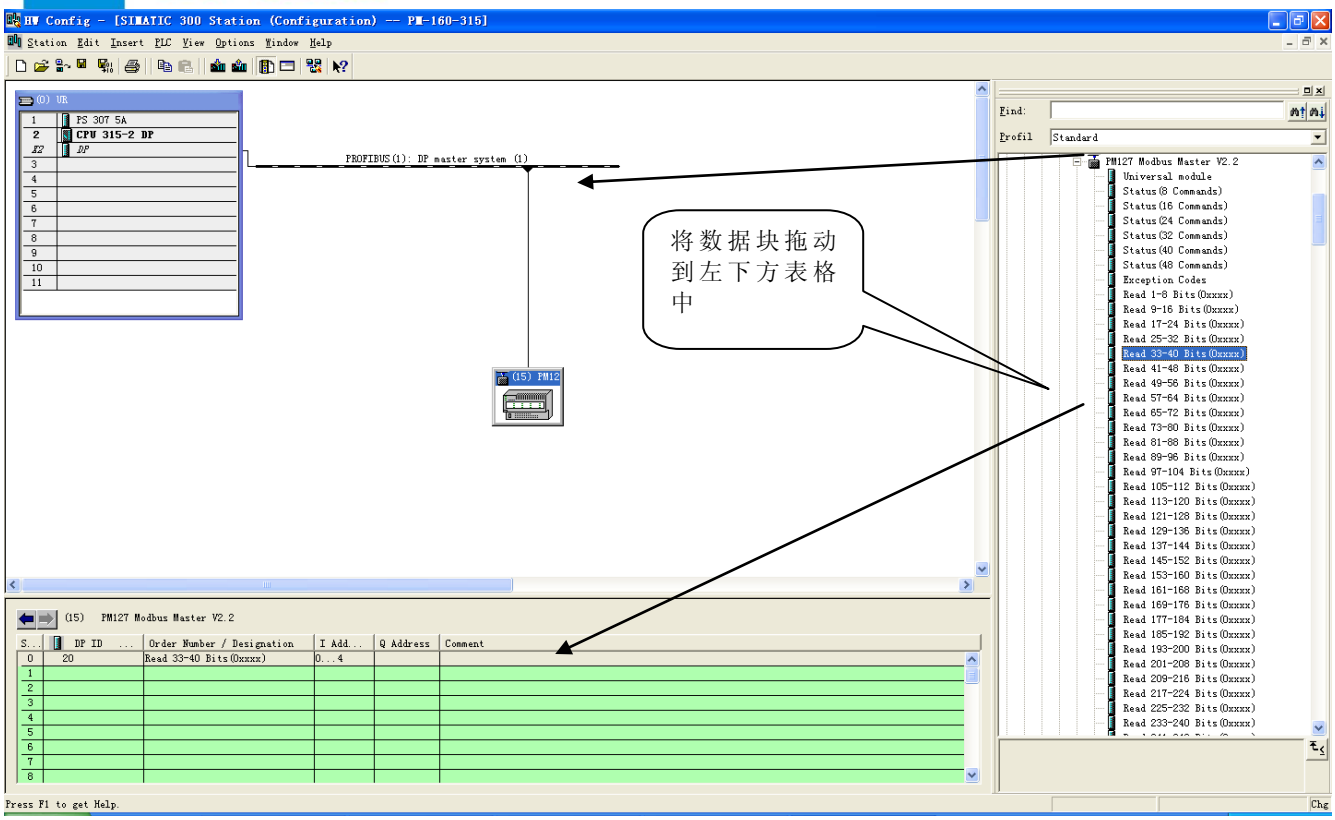

图 12
5. 将从站 PM-127 配入到 PROFIBUS 网络配置当中，并将输入输出数据块映射到 S7-300 或者其它控制器的内存当中，如图 12：